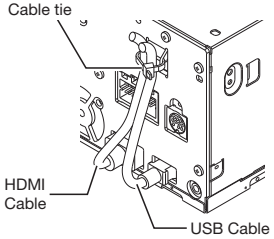

Figure 6
- **After connecting the HDMI and USB cables to the unit, use a cable tie to tie them down. (Figure 6)**